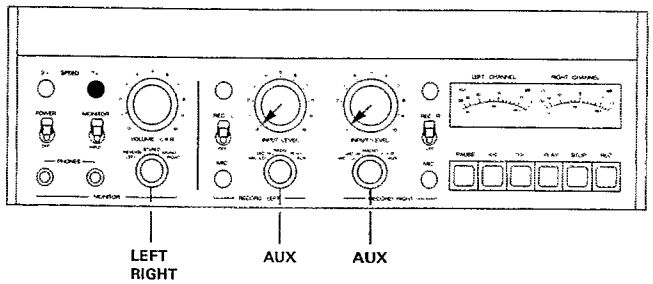

Fig. 6.5.–3
– Bedienungselemente nach Fig. 6.5.–3 einstellen.
– NF-Millivoltmeter an Ausgang (51) OUTPUT L anschliessen.